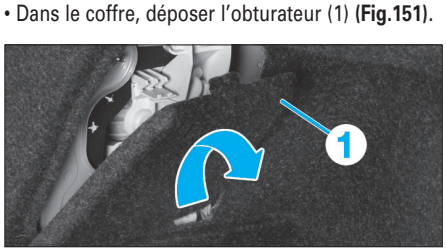

Fig. 151
• Dans le coffre, déposer l'obturateur (1) **(Fig.151)**.